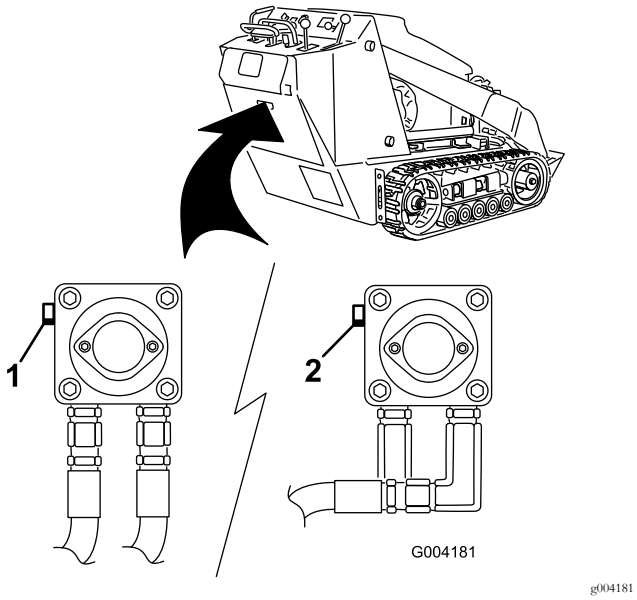

Figur 23
3. Använd en skruvnyckel och vrid bogserventilerna på hydraulpumparna två varv motsols (Figur 23).